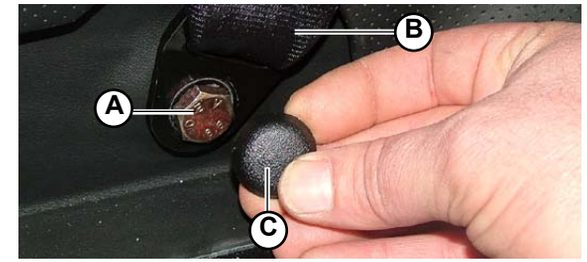

Fig.3
1. Tighten the fixing screw (**A-Fig.3**) at the end of the seatbelt (**B-Fig.3**) and cover the screw with the plastic cap (**C-Fig.3**).